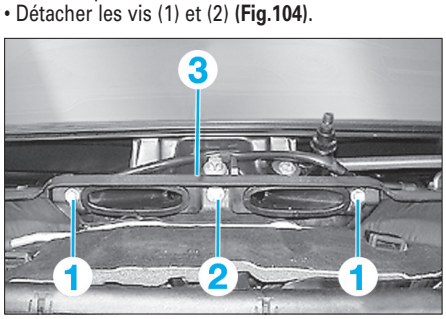

Fig. 104
• Détacher les vis (1) et (2) **(Fig.104)**.